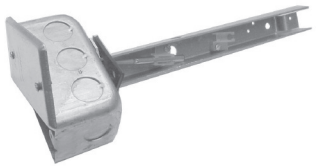

Figure 7. Sensor Holder and Junction Box Assembly
b. For units with sensor holder and junction box assembly option (see **Figure 7**):